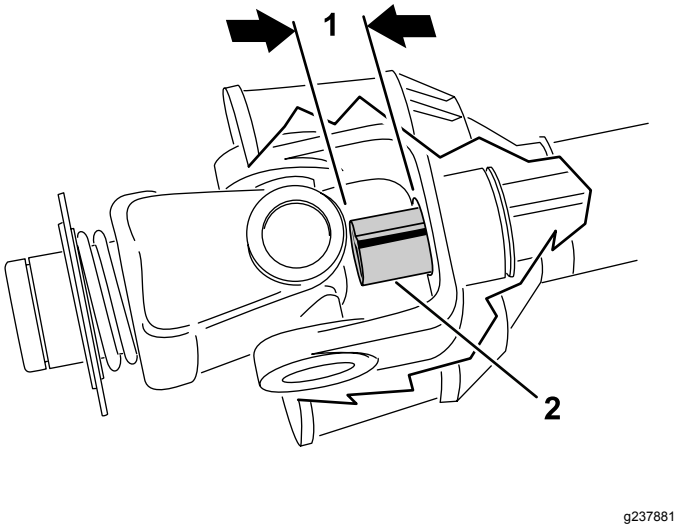

Figur 16
9. Skub rørene på kraftudtagsakslerne sammen, indtil de er trykket helt sammen. Kontroller, at det **indvendige** rør ikke stikker ind i kryds- og lejedelen på det udvendige rør (Figur 16). Hvis dette sker, skal du skære **mere** af det indvendige rør for at afhjælpe problemet. Fortsæt til næste trin.
10. Mål, hvor langt det indvendige rør stikker ind i kryds- og lejedelen på det udvendige rør (Figur 16). Tilføj denne længde til den længde, der måltes i trin 8.